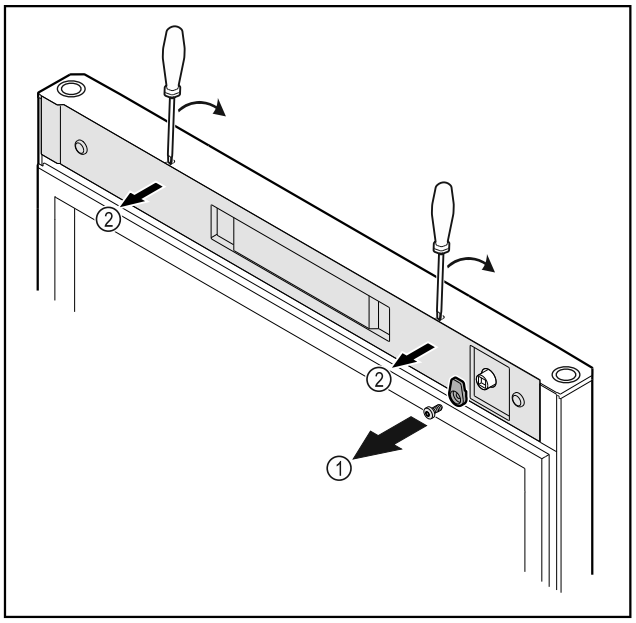

*Fig. 10*
▶ Deșurubați *Fig. 10 (1)* cârligul de închidere.
▶ Deblocați apărătoarea *Fig. 10 (2)* cu o șurubelniță mică și detașați-o.